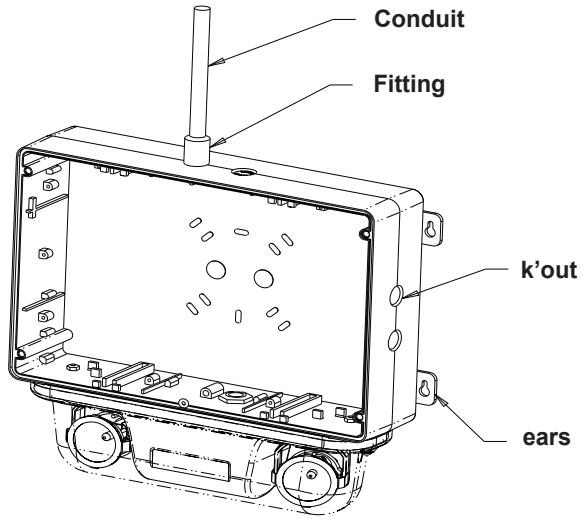

Figure 2
a. Install the unit on the wall with 4 screws (not provided). Use the ears located on each side (see figure 2).